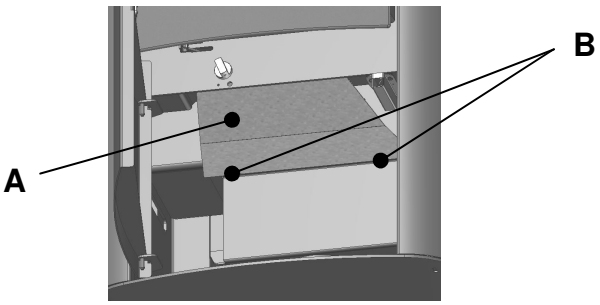
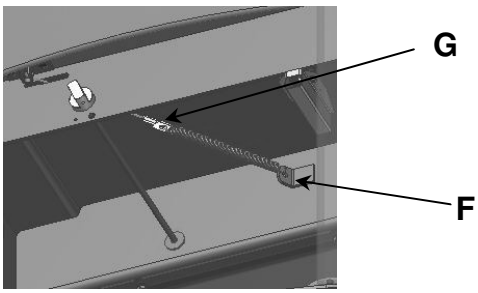

Abb.5
Abb.6
Die Türfeder ist aufgrund der auf Sie einwirkenden hohen thermischen Belastungen ein Verschleißteil und besitzt daher nur eine begrenzte Funktions- und Nutzungsdauer. Sollte die Federspannung im Laufe der Nutzung des Gerätes nachlassen und die Türe nicht mehr selbsttätig schließen, ist diese auszutauschen. Hierzu ist das Bodenstrahlschutzblech (A) Abb.5 im Utensilienfach durch abschrauben der Sechskantmuttern (B) Abb.5 zu entfernen. Anschließend die Feder an der Befestigungsschelle (F) Abb.6 und an der Seil-Öse (G) Abb.6 aushängen.